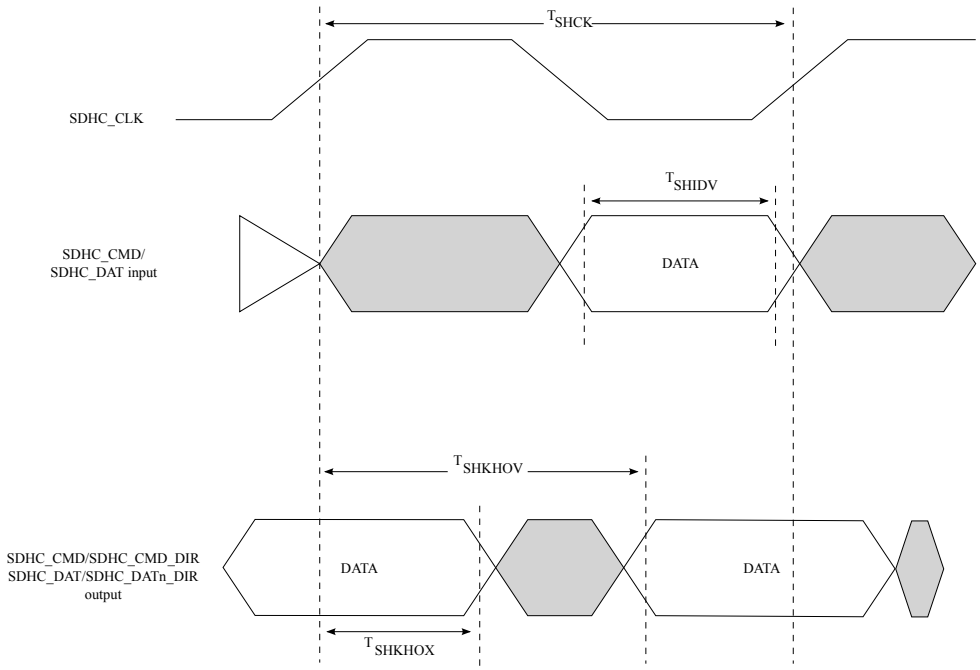

Figure 16. eSDHC SDR104/HS200 mode timing diagram
2. The symbols used for timing specifications herein follow the pattern of $t_{\text{(first two letters of functional block)(signal)(state) (reference)(state)}}$ for inputs and $t_{\text{(first two letters of functional block)(reference)(state)(signal)(state)}}$ for outputs. For example, t_{SHKHOX} symbolizes eSDHC highspeed mode device timing (SH) clock reference (K) going to the high (H) state, with respect to the output (O) reaching the invalid state (X) or output hold time. Note that in general, the clock reference symbol is based on five letters representing the clock of a particular functional. For rise and fall times, the latter convention is used with the appropriate letter: R (rise) or F (fall).
3. See Figure 16.
5. For HS400 without enhanced strobe (DQS) command, see Figure 16.